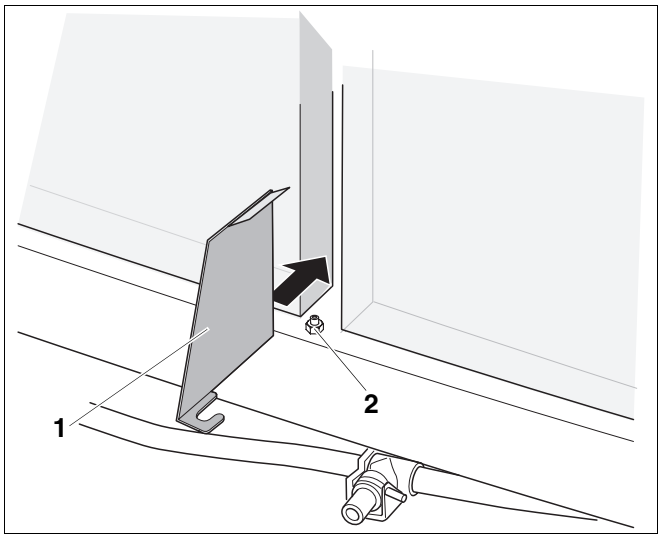

Afb. 59 Afscheidingsplaat monteren
- Demonteer de bevestigingsmoeren – M6 die zich achteraan in het midden bevinden (afb. 59, **pos. 2**) van de rookgasweg en de daarbij horende vulringen.
- Voer de afscheidingsplaat (afb. 59, **pos. 1**) door de opening tussen de rookgasweg 1e trap en 2e trap in de richting van de pijl, draai de afscheidingsplaat daarvoor een beetje en hef de achterkant lichtjes op.